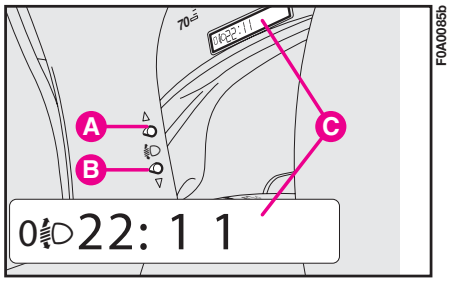

fig. 139
– hold button **B-fig. 139** pressed to increase by one position (e.g.: 0➟1, 1➟2, 2➟3);